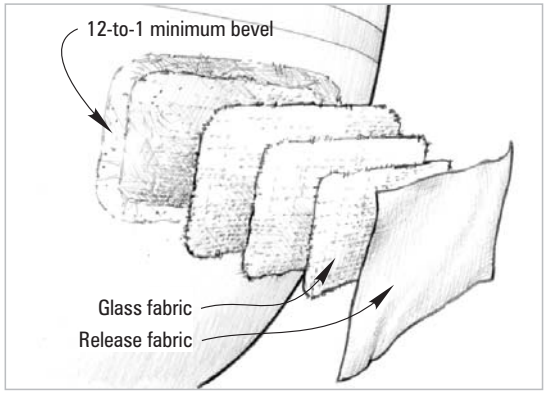

Figure 4-5 *Cut an appropriate number of pieces of fiberglass fabric. The first piece should match the outside edge of the bevel.*
1. Cut an appropriate number of pieces of fiberglass fabric the same shape as the hole. The first piece should match the outside edge of the bevel, with subsequent pieces gradually getting smaller. The final layer should match the inside edge of the bevel at the hole. The combined thickness of the layers should be slightly thinner than the original panel to allow for shaping and fairing *(Figure 4-5)*.